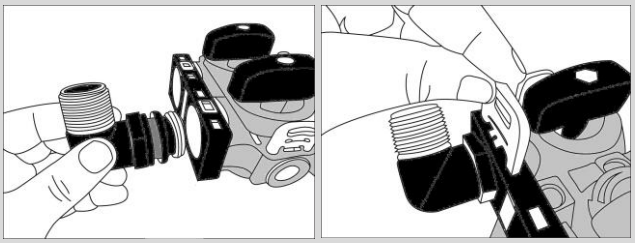

Fig 5
- Firmly push the inlet/outlet elbow fittings fully into the open end of the bypass valve and lock them in by inserting the red locking clips into the slots (**Fig 5**).